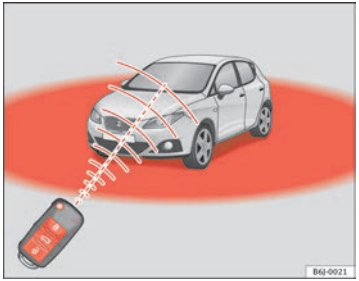

Fig. 43 Range of the remote control
Also, the battery indicator on the key ⇒ fig. 43, will flash.
- The remote control key functions only when you are within range ⇒ page 76, fig. 43.